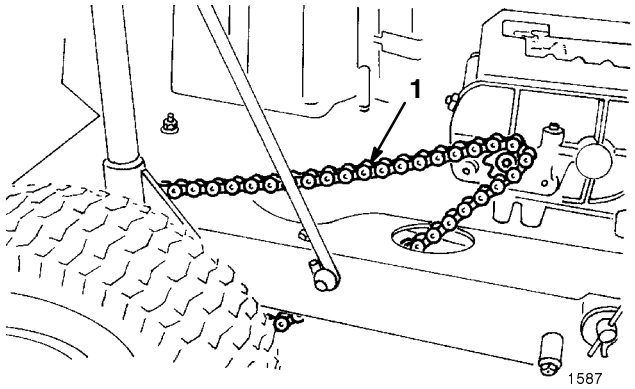
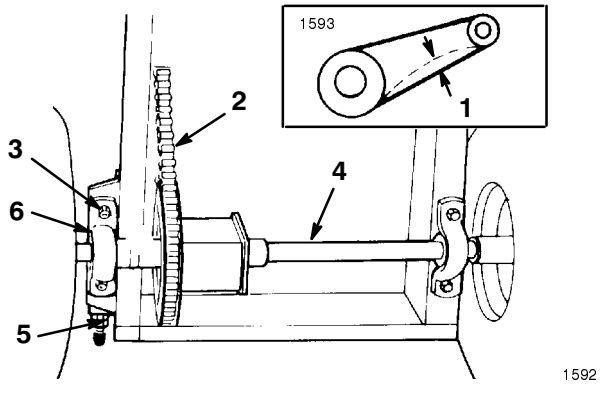

Bild 31
Bild 32
2. Kontrollieren Sie die Durchbiegung der Kette durch Anheben und Drücken mit mittelmäßiger Kraft an der/auf die Mitte der Kette (Bild 31). Die Kette muss sich mindestens 3 mm durchbiegen lassen (Bild 32). Stellen Sie die Kette ein, wenn sich die Durchbiegung nicht diesem Wert entspricht; siehe Schritte 3 – 13.
7. Lockern Sie die vier Sicherungsmuttern, mit denen die Lagerböcke am Rahmen der Zugmaschine befestigt sind (Bild 32).
8. Lockern Sie die hintere Klemmmutter an der Kettenspannvorrichtung (Bild 32).
11. Messen Sie, da die Achse parallel zur Rückseite des Chassis sein muss, die Entfernung zwischen der Mitte der Lagerböcke und der Rückseite des Chassis (Bild 32). Der Unterschied zwischen beiden maßen darf nicht größer als 3 mm sein. Bei einem Unterschied größer als 3 mm ist die Achse nicht parallel mit dem Chassis und muss eingestellt werden.